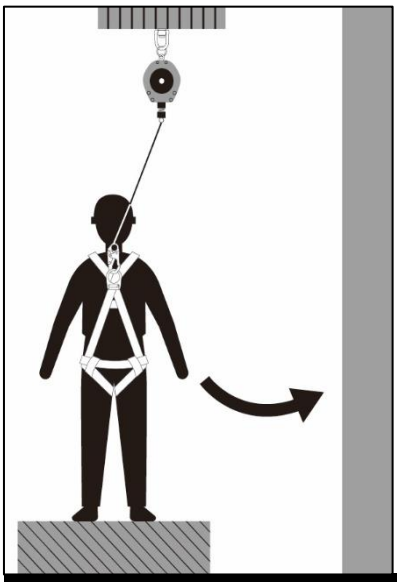

Figure 2: Swing fall.
3.10 SWING FALLS: As shown in Figure 2, swing falls happen when the anchorage point is not directly above the point at which a fall occurs. The resultant force of striking an object in a swing fall may cause serious injury or death. If injury could occur, swing falls are not permitted. To minimize swing falls, the user should work as close to the anchorage point as possible. If the PFAS system involves an SRD or other variable length connecting subsystem, swing falls will significantly increase the clearance required.